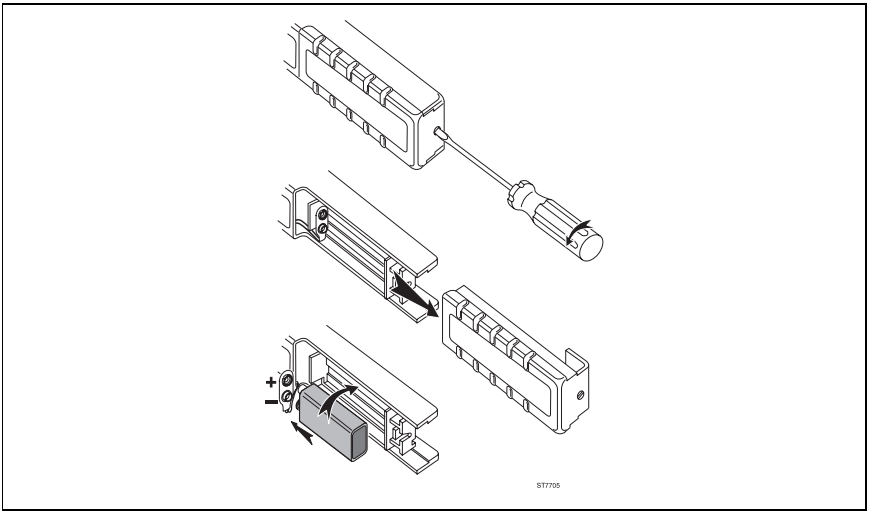

Figure 2. Montage de la pile
En utilisant la sonde pour la première fois, n'oubliez pas de monter la pile. En vous référant à la figure 2, procédez comme suit pour installer la pile:
3. Cherchez à la poignée (voir figure 2) le couvercle de l'emboîtement de la pile. Desserrez la vis à l'aide d'un tournevis à lame plate.
5. Mettez la pile (IEC 6LR61) comme illustré dans la figure 2. Disposer les connexions de la pile de façon à éviter qu'elles ne soient pincées entre le fond de la poignée et le couvercle couvrant la pile.